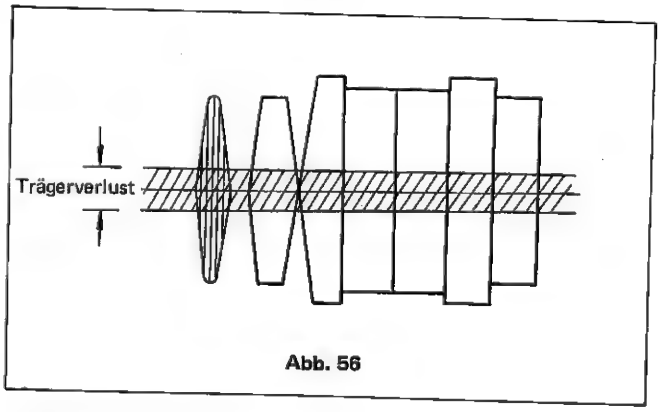

Abb. 56
3) Mit R515 (CARR LEAK ADJ) Trägerverlust auf ein Minimum abstimmen (siehe Abbildung 56).